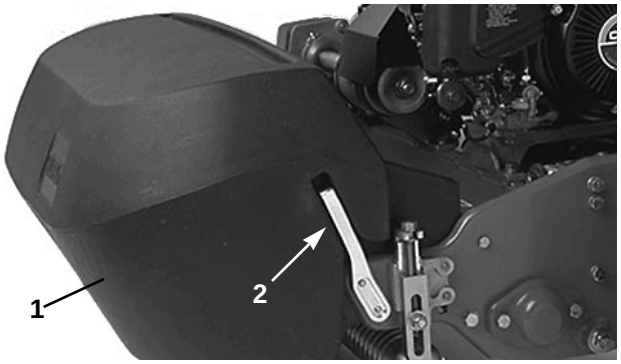

Figure 12
1. Saisir le bac par le bord arrière supérieur et le glisser sur les tiges de montage (Fig. 12).